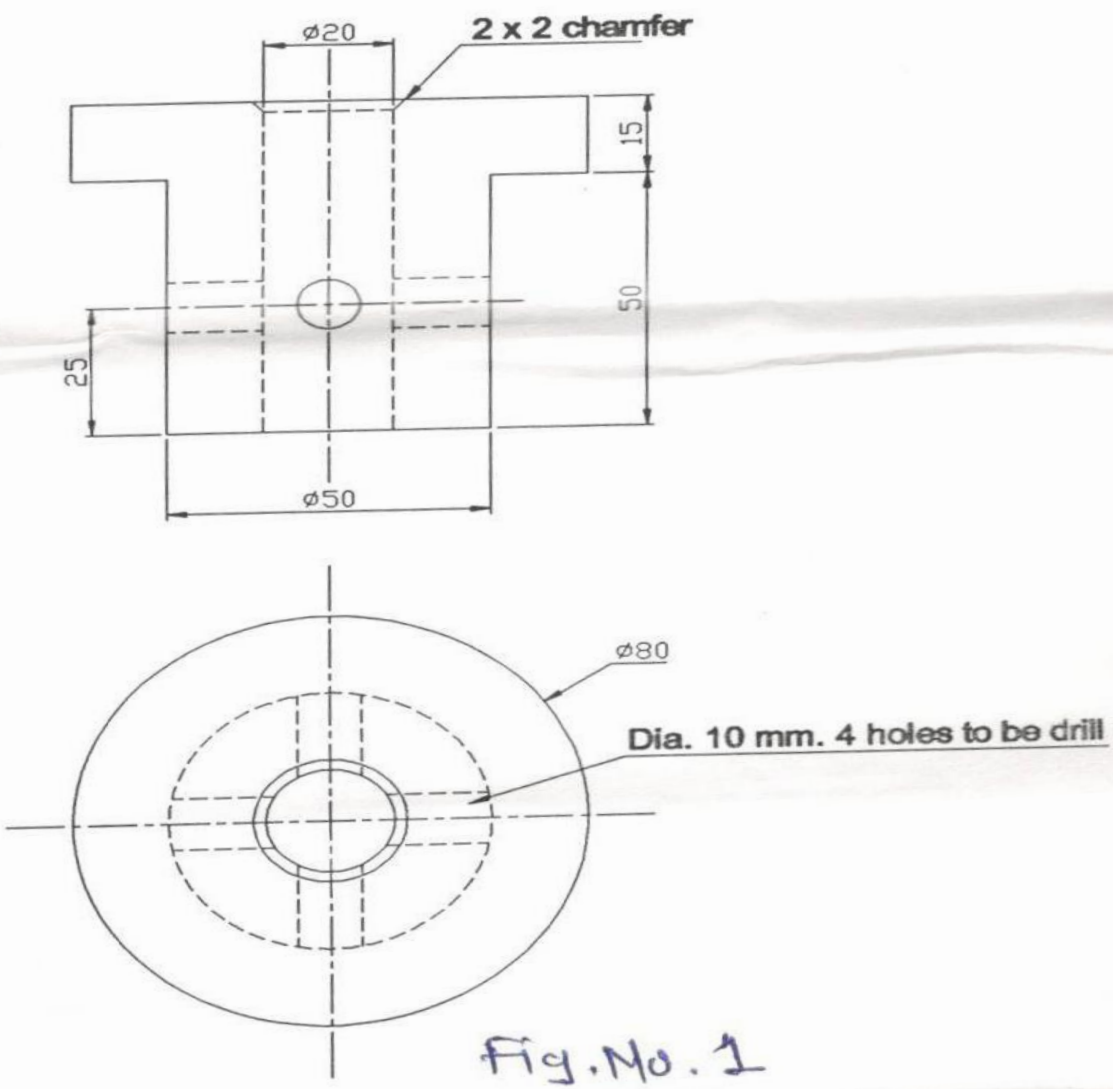

Fig. No. 1
Q.4 Design,draw and dimensions a drill jig to drill a holes of Φ 10mm, 4 holes in a component shown in fig. No.1 14